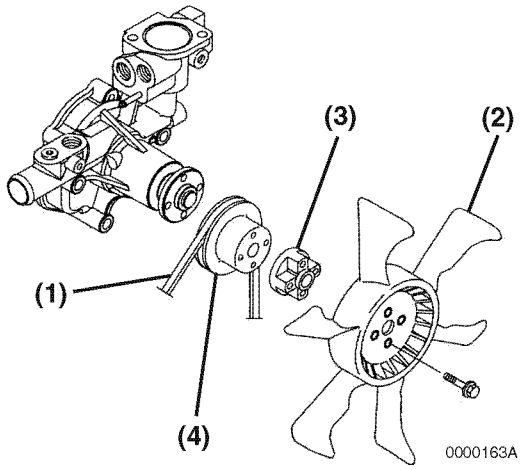

Figure 7-8
2. Remove the engine coolant fan guard (if equipped), engine coolant fan **(Figure 7-8, (2))**, spacer **(Figure 7-8, (3))** if equipped, V-pulley **(Figure 7-8, (4))** and cooling fan V-belt **(Figure 7-8, (1))**.